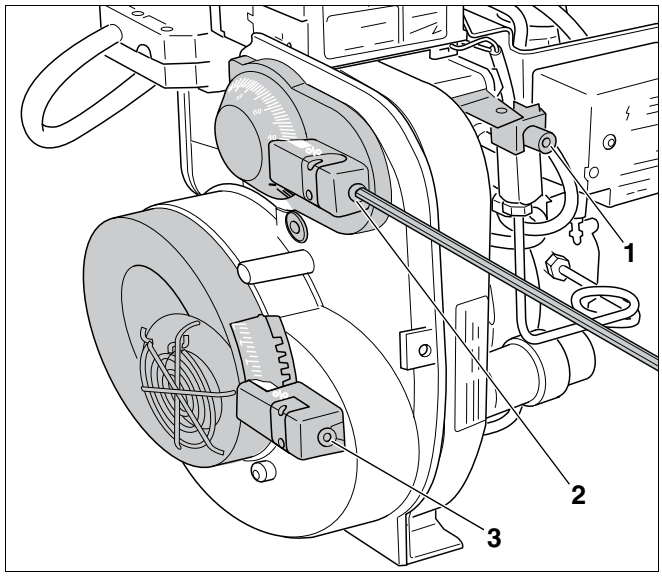

Рис. 10 Регулировка расхода воздуха, поступающего на горение
Настройку расхода воздуха производите регулировкой распределительного диска (рис. 10, **поз. 1**) и воздушного дросселя (рис. 10, **поз. 2**) – при необходимости дополнительно изменением входа воздуха (рис. 10, **поз. 3**).
1. Регулировка распределительного диска (рис. 10, **поз. 2**)
2. Регулировка воздушного дросселя (рис. 10, **поз. 2**)
3. Регулировка входа воздуха (рис. 10, **поз. 3**)